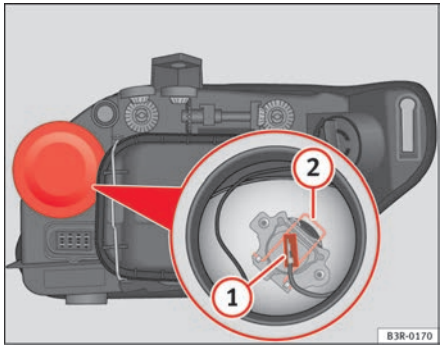

Fig. 203 Main beam headlights
- Remove the connector ⇒ fig. 203 (1) from the bulb.
- Press the spring ⇒ fig. 203 (2) inwards and to the right.